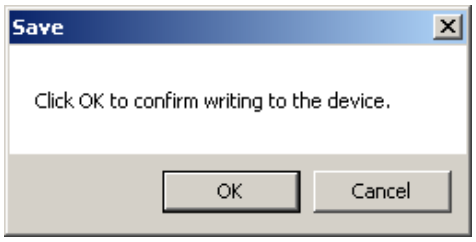

Figure 5-3 Save to Device Confirmation Screen
3. Select **Save**. TapTalk will display a "Confirm Writing to Device" confirmation screen (Figure 5-3).